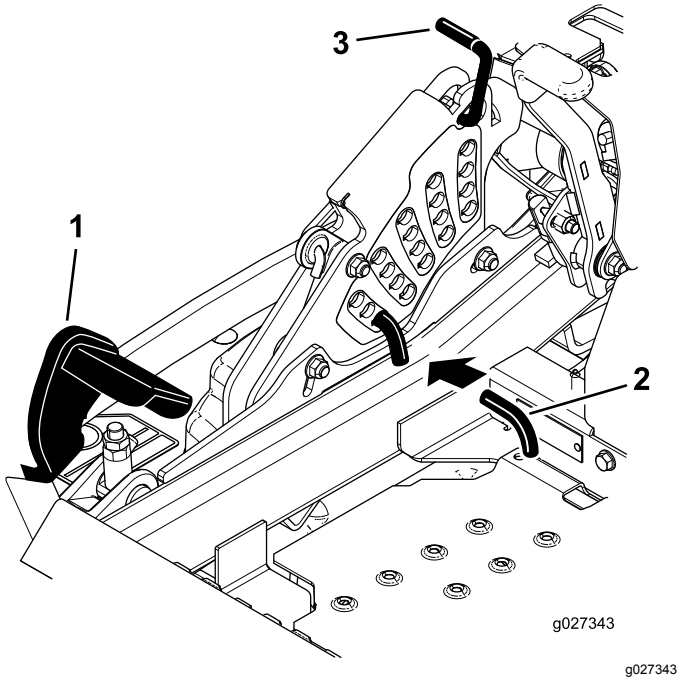

Figuur 106
5. Druk het voetpedaal helemaal in en het maaidek wordt vergrendeld in de transportstand van 14 cm (Figuur 106).